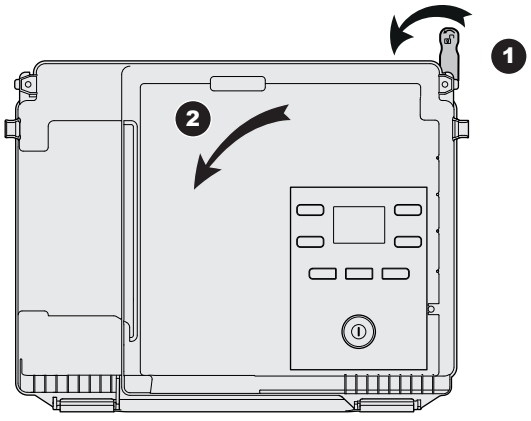

fig. 34 - Basculement du coffret électrique
- Pivoter le coffret électrique (*fig. 34*),
- Déposer le silencieux (voir ci-contre ① - ②).